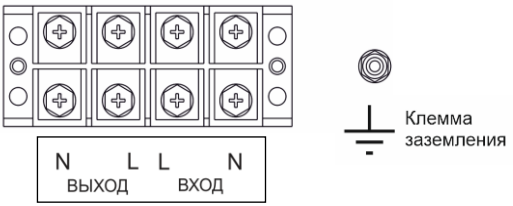

Рисунок 5. Схема подключения к клеммной колодке и клемме заземления.
- Подключите провода сети к клеммной колодке в соответствии с назначением и фазировкой (см. Рисунок 5);
- Проверьте правильность подключения изделия (см. Рисунок 5).